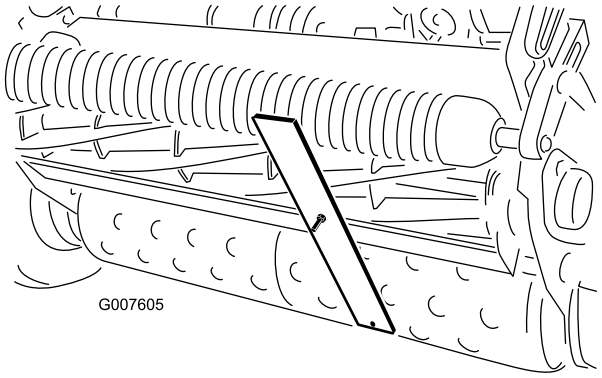

Figur 49
4. Haka på skruvhuvudet på underknivens skäregg och vila stångens bakände på den bakre valsen (Figur 49).